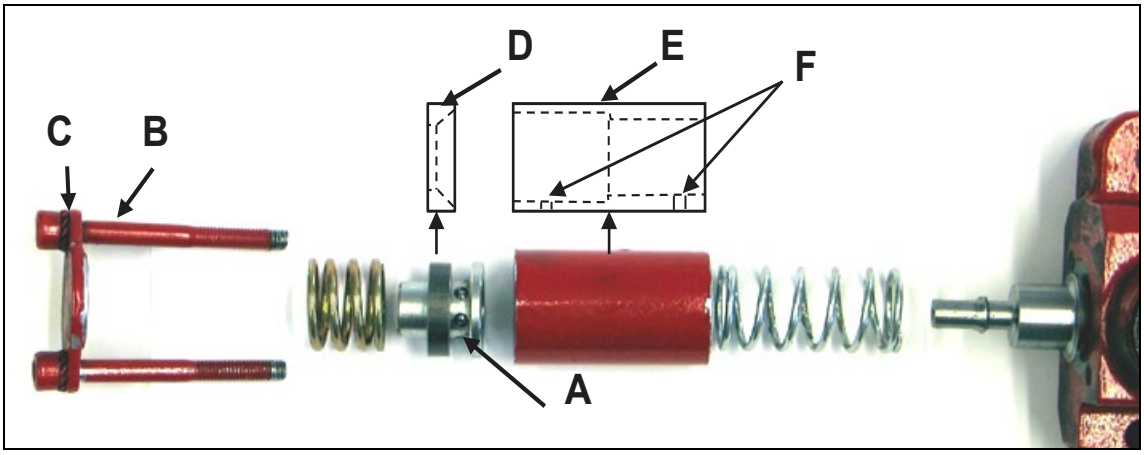

Fig. 27
9.15 **Structure de l'extrémité de détente et ordre correct des pièces Fig. 27**